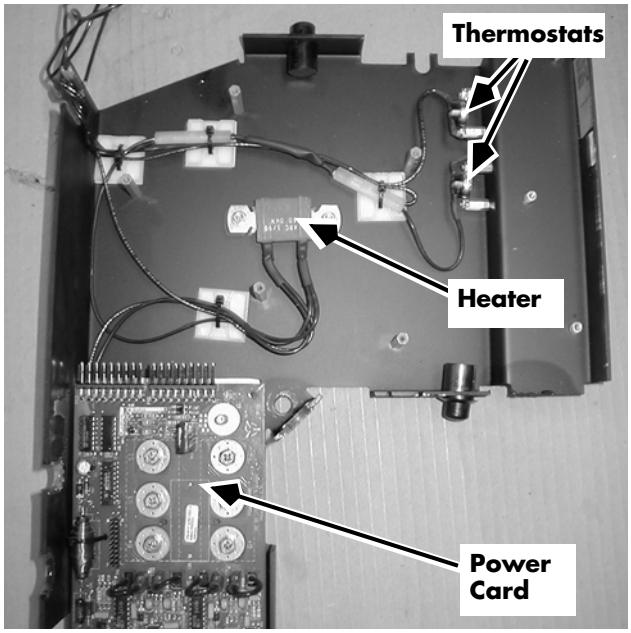

Figure 7-143: Control Panel Heater and Thermostats (System Card removed for clarity)
5. If replacing the control panel heater, remove the System Card. See "System Card" on page 7-172 and Figure 7-143 on this page.